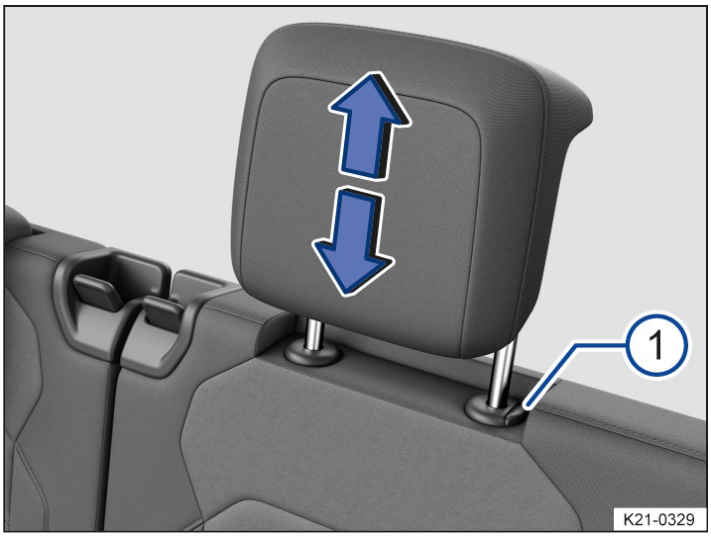
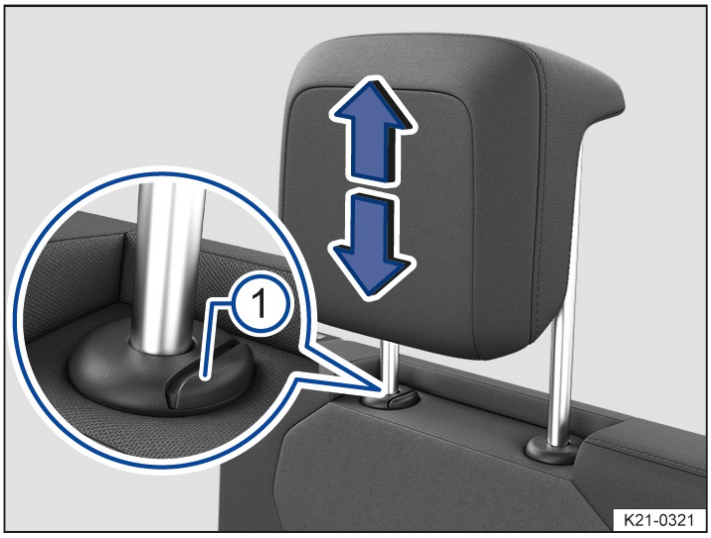

Fig. 2 Adjusting the head restraint on the second-row seats (general example).
Fig. 3 Adjusting the head restraint on the third-row seats (general example).
1. Slide the head restraint up or down in the direction of the arrow; you may need to press the button→ *fig. 1* (1), → *fig. 2* (1) or → *fig. 3* (1) first to release the head restraint.